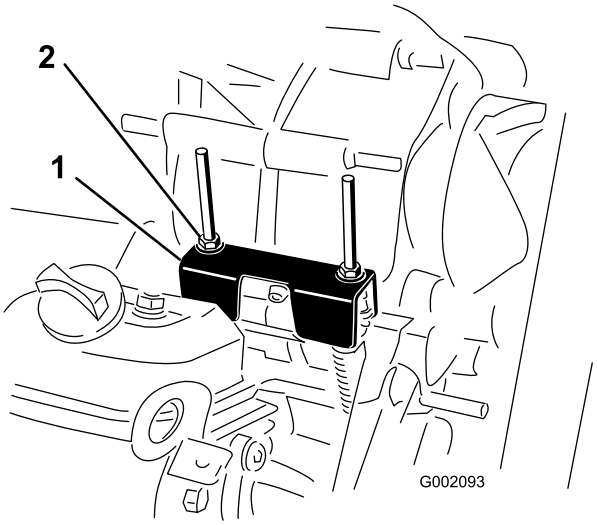

Figuur 67
Als u routine-onderhoudswerkzaamheden uitvoert en/of de motor test, moet u de transaxle in de neutraalstand zetten (Figuur 67). Het voertuig heeft een neutraalstand op de schakelhendel, waarmee u de transaxle in de neutraalstand kunt zetten. Om ervoor te zorgen dat de schakelhendel de transaxle naar behoren in de neutraalstand zet, moet u de volgende stappen uitvoeren:
2. Zet de beugel van de neutraalstand in de neutraalstand (horizontaal ten opzichte van de montagebeugel van de kabel die zich onder de schakelbeugel bevindt) door de aangedreven koppeling te draaien (Figuur 67).
3. Draai een van de borgmoeren (Figuur 67) om een speling van 0,762 tot 1,524 mm te verkrijgen tussen de onderkant van de moer/ring en de beugel van de neutraalstand.